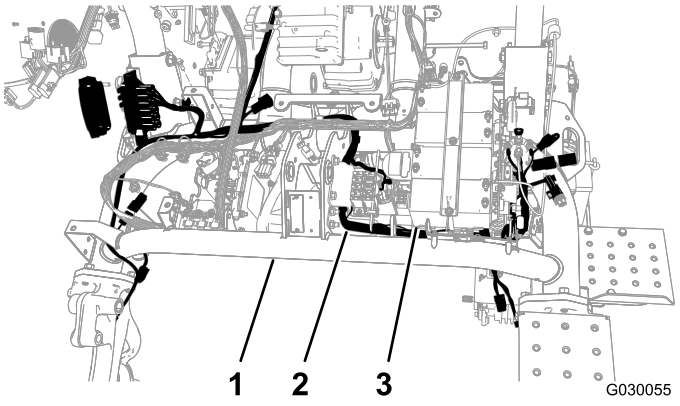

Figuur 4
4. Leid de kabelboom onder de hoofdbuis van het frame en voor de accu's van de messenkooien (Figuur 4).
5. Leid de nieuwe kabelboom terug onder de hoofdbuis tussen de tegenoverliggende kant van de accuplaat en de linkerframebuis (Figuur 4).